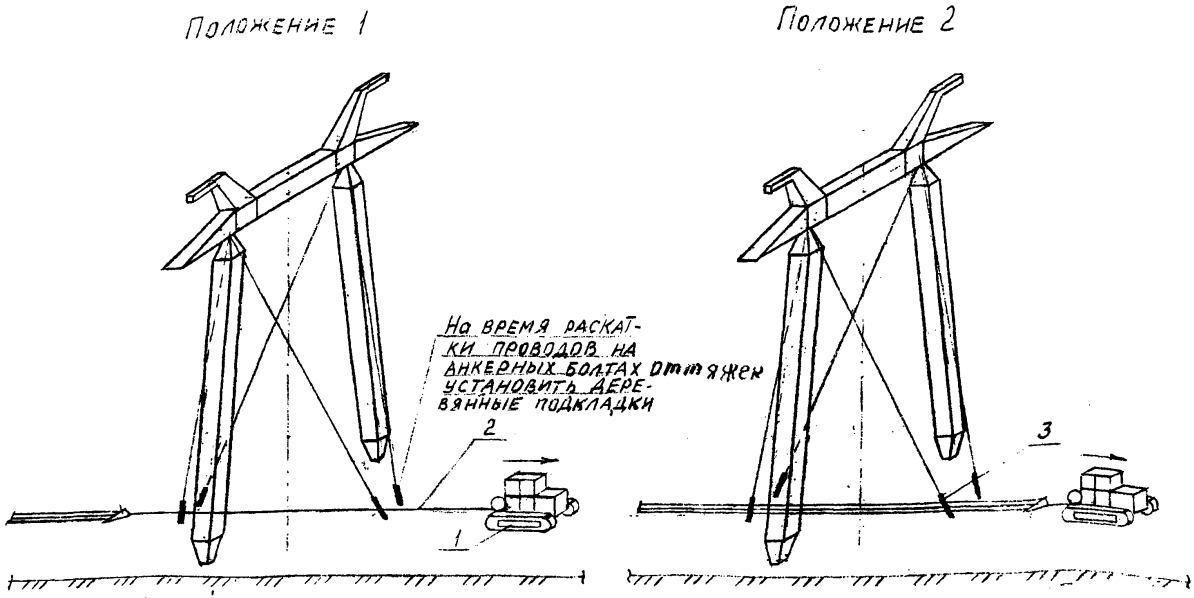

Рис. 5-1. Протаскивание проводов средней фазы между оттяжками опоры
2.3.4. Присоединить провода средней фазы к раскатанному вспомогательному тросу и протащить их по защитам через оттяжки при помощи тракторной лебедки или ходом трактора (рис.5-1)